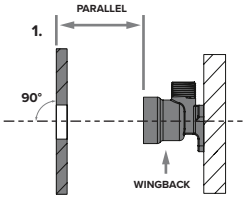

FIG 1.
2. Ensure the wingback when fitted is parallel and square to the finished wall lining as shown **(fig. 1)**.